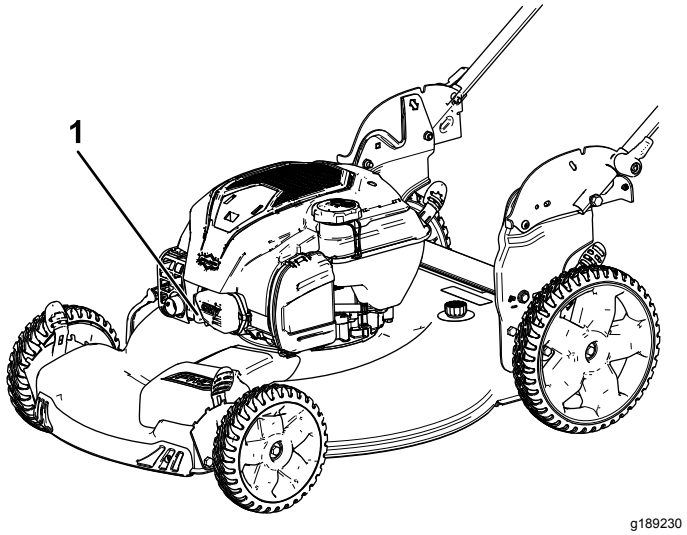

Рисунок 24
2. Отсоедините провод от свечи зажигания (Рисунок 24).